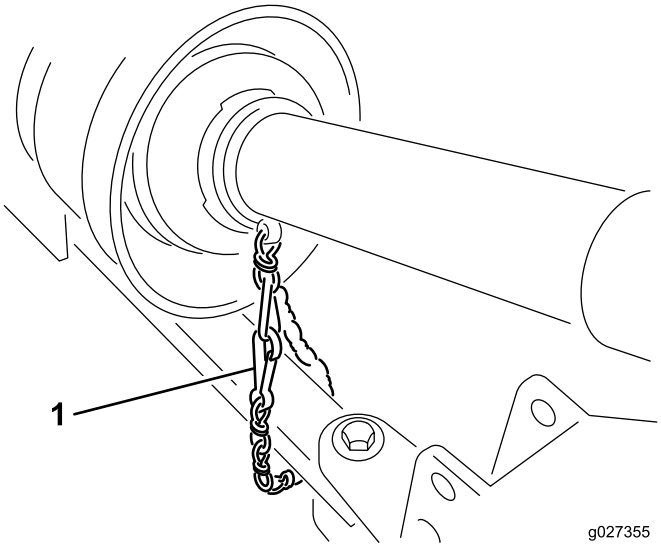

Figuur 8
5. Sluit de borgketting van de kap aan op het trekvoertuig (Figuur 8).